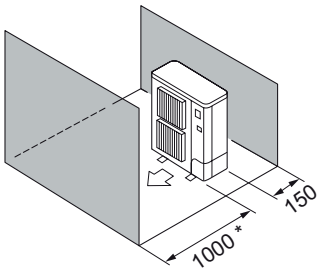

Rys. 2-6
⑤ Przeszkody znajdują tylko z przodu i tyłu urządzenia (Rys. 2-6)